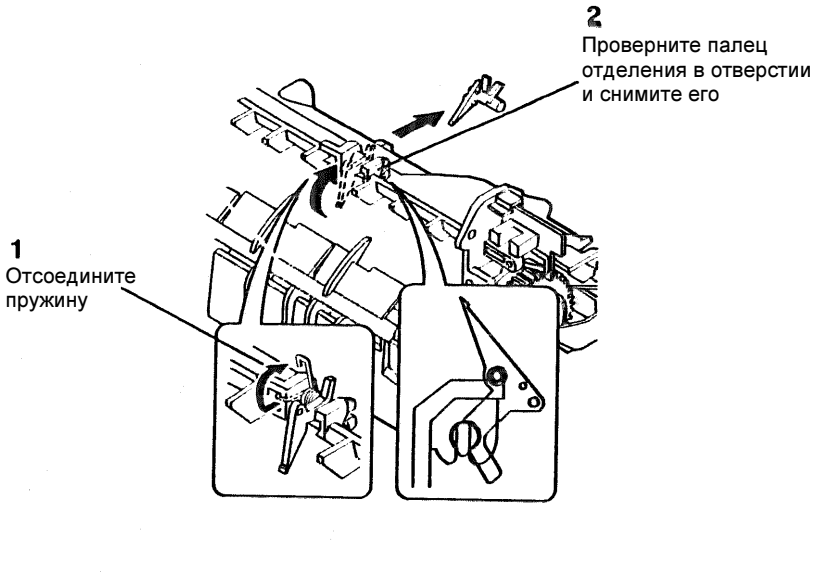

Рисунок 2. Снятие пальцев отделения
6. (Рисунок 2): Снимите пальцы отделения.